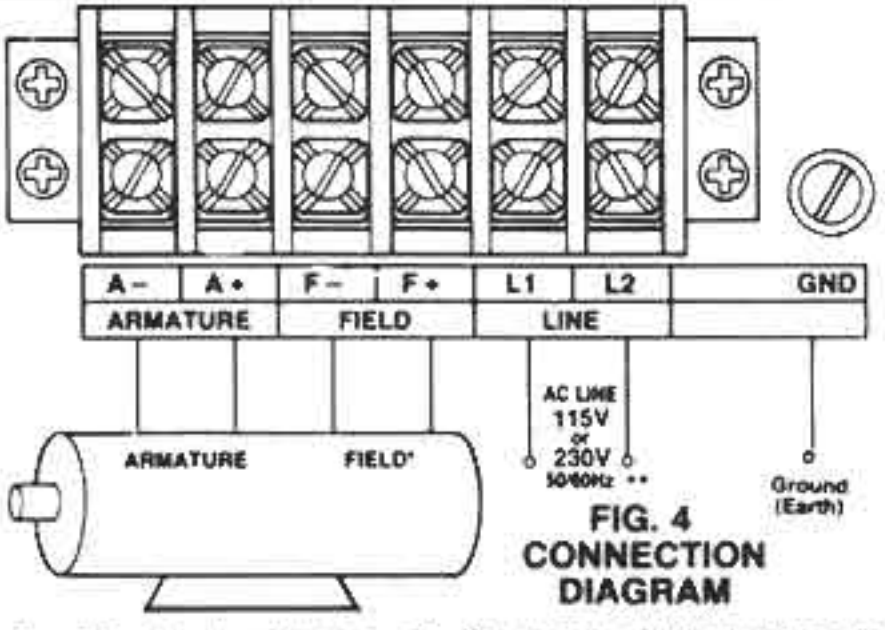

FIG. 4 CONNECTION DIAGRAM
(1) Slide open front cover by removing two 6-32 screws.
(2) Install Plug-In Horsepower Resistor® corresponding to motor voltage and horsepower. (See chart Table 3, page 3)
(3) Set the Dual Voltage Switch to proper position "115" or "230" which corresponds to the nominal AC input line voltage 120 or 240 VAC.
(4) Install proper Armature fuse according to Fuse Selection Chart. (Table 6, page 8)
(5) Trimpots have been factory adjusted. If readjustment is required see section IV pages 9 & 10.
(6) Install Auxiliary Heatsink if motor is larger than 3/4 HP on 120 VAC and 1-1/2 HP on 240 VAC. (Use (6) No. 10–32 screws)
C. *Wiring.* (See Fig. 4 for terminal arrangement and wiring information.)
(1) Connect the Multi-Drive® to a standard 120 V or 240 V 50/60 Hz power source. [Be sure the DVS is set to the proper voltage "115" or 230" and motor voltage corresponds to the line voltage. (e.g. 90–130 VDC motor on 115–120 VAC and 180 VDC motor 230–240 VAC)]
(2) Follow the recommended supply wire sizes as per Table 5. (For Stepdown operation see note on page 8.)
(3) Follow the NEC and other appropriate electrical codes. **CAUTION:** Separate branch protection must be provided on 240 V circuits.
(4) Replace front cover and the two 6–32 screws.